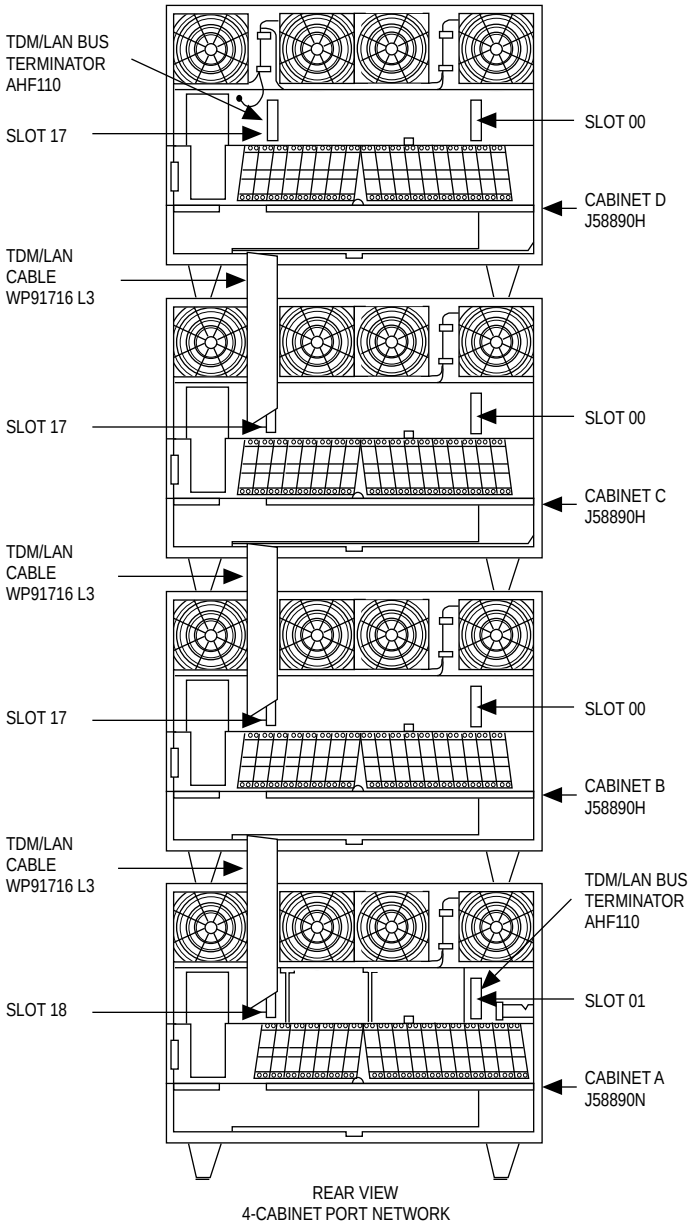
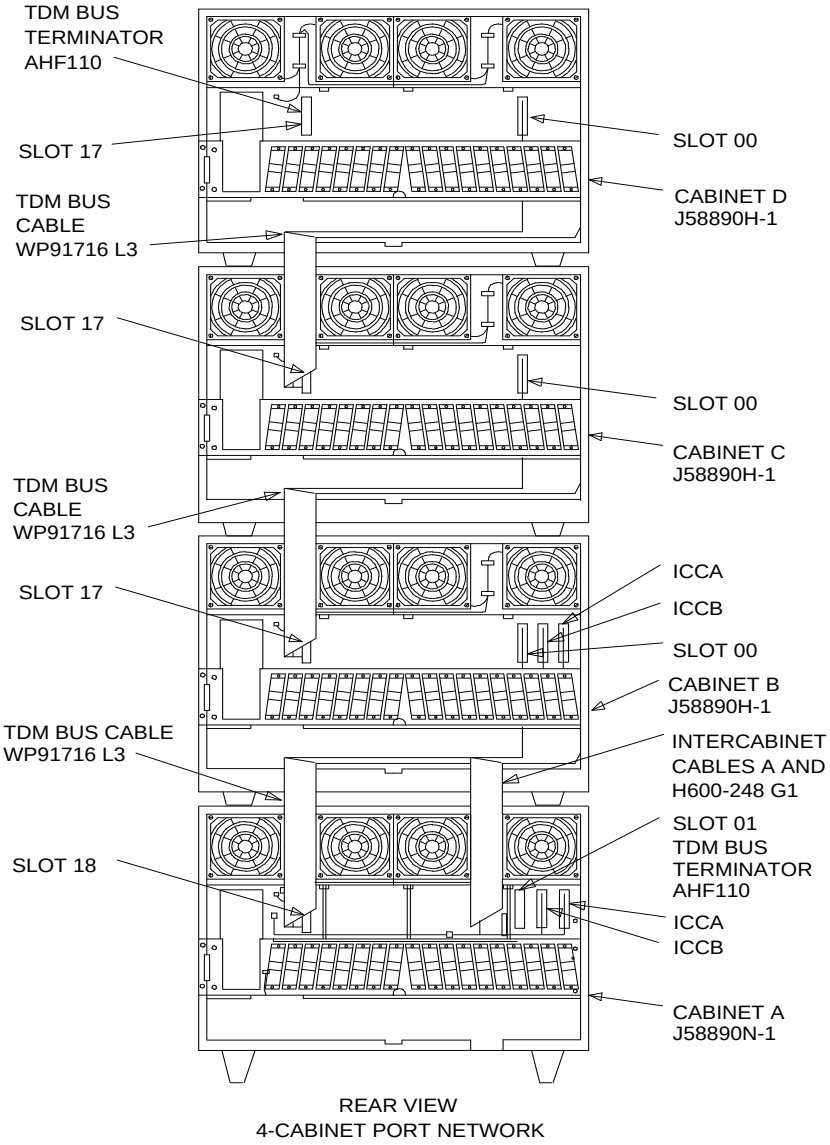

Figure 10-15. TDM/LAN Connections for Standard- or High-Reliability EPN
Figure 10-16. TDM/LAN Connections for Critical-Reliability EPN
2. Disconnect TDM/LAN bus terminator (Figure 10-15 or Figure 10-16) either from slot ‘‘18’’ of the expansion control cabinet or from slot ‘‘17’’ of the port cabinet and move to slot ‘‘17’’ of the top port cabinet.
3. Connect TDM/LAN cables (See Figure 10-15 or Figure 10-16). The TDM/LAN cable is located behind the lower rear cover.